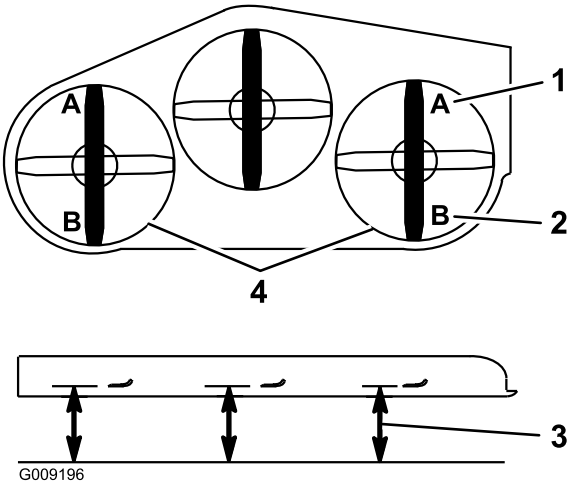

Figure 88
9. De chaque côté du tablier de coupe, mesurez la distance entre la surface plane et la pointe avant de la lame (position A). On doit obtenir un écart de 7,6 cm (3 po) (Figure 88).
15. De chaque côté du tablier de coupe, mesurez la distance entre la surface plane et la pointe arrière de la lame (position B). On doit obtenir un écart de 8,3 cm (3 1/4 po) (Figure 88).